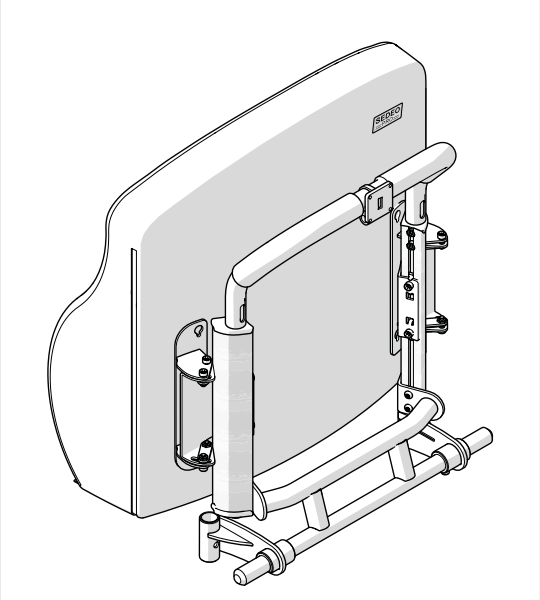

Rys. 5.14
- Elastyczne Sedeo Pro Back z poduszką (Fig. 5.14)